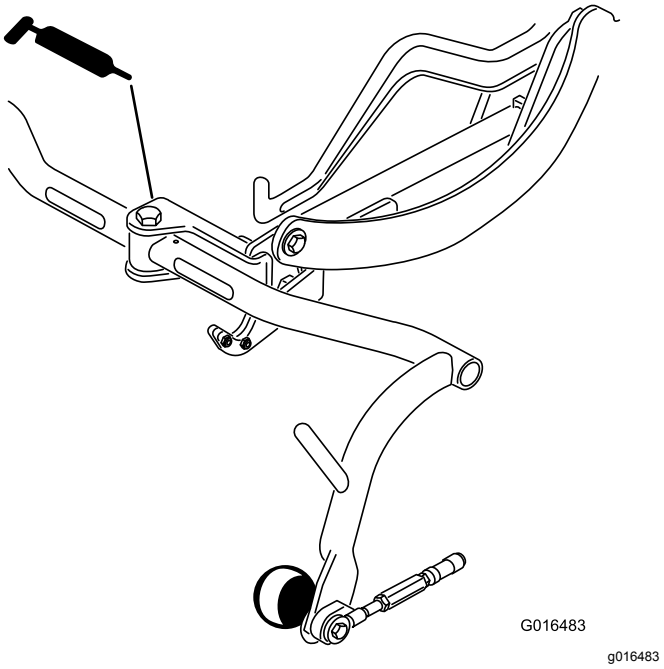

Figuur 32
- Draaipunt draagframe (3) (Figuur 32)